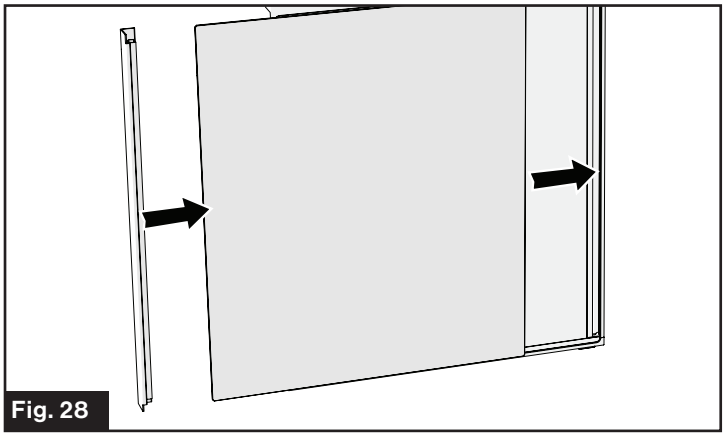

Fig. 28
2. Slide out the Refrigerator Door Panel and replace with a new one. (Fig. 28)